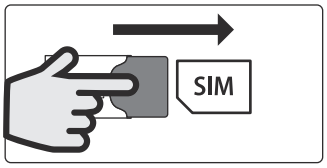

Fig. 52
3. When the other side of the nano SIM sticks out of the SIM holder on the right side carefully use your index finger to slide the nano SIM out of the holder, **Fig.52**.